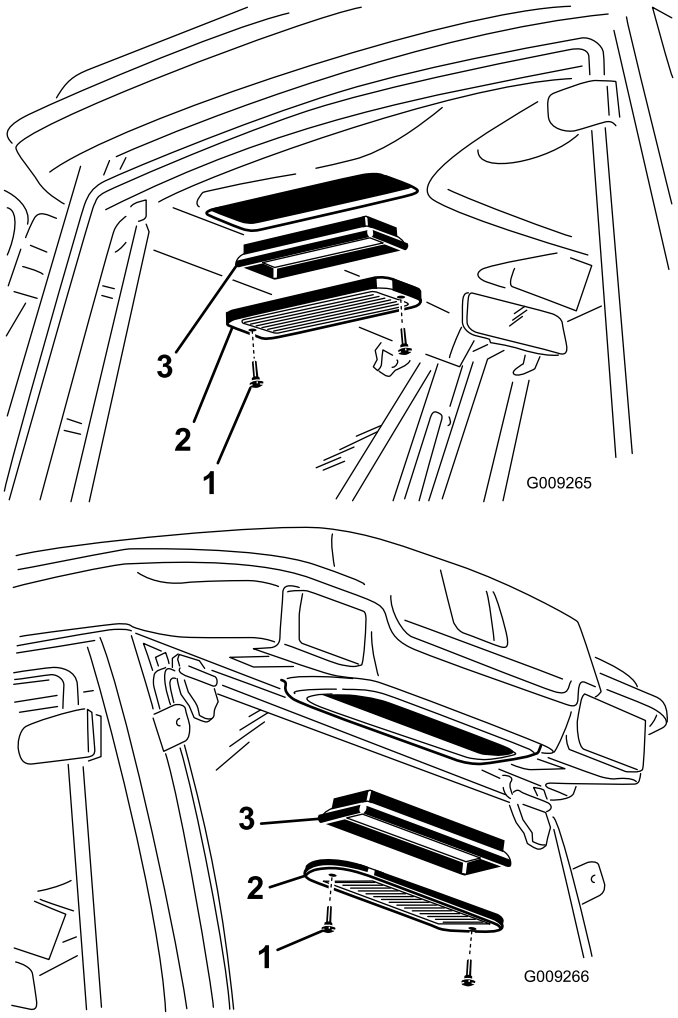

Figur 72
1. Fjern vingeskruene og ristene over luftfiltrene i og bak førerhuset (Figur 72).